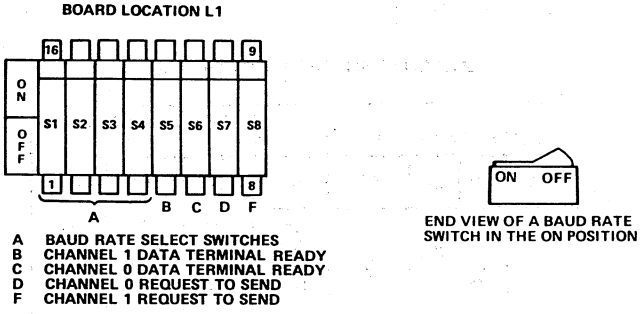

Figure 5-3. Dual-Channel Communication Line Adapter Baud Rate Select and Data Terminal Ready Switches
1. If the modem is a synchronous type (baud rate determined by the modem and not by the communication line adapter switches), switches S1 through S4, located at L1, should all be in the OFF position. If the modem is an asynchronous type, switches S1 through S4 should be set to positions that are applicable to system operation. Refer to figure 5-3.